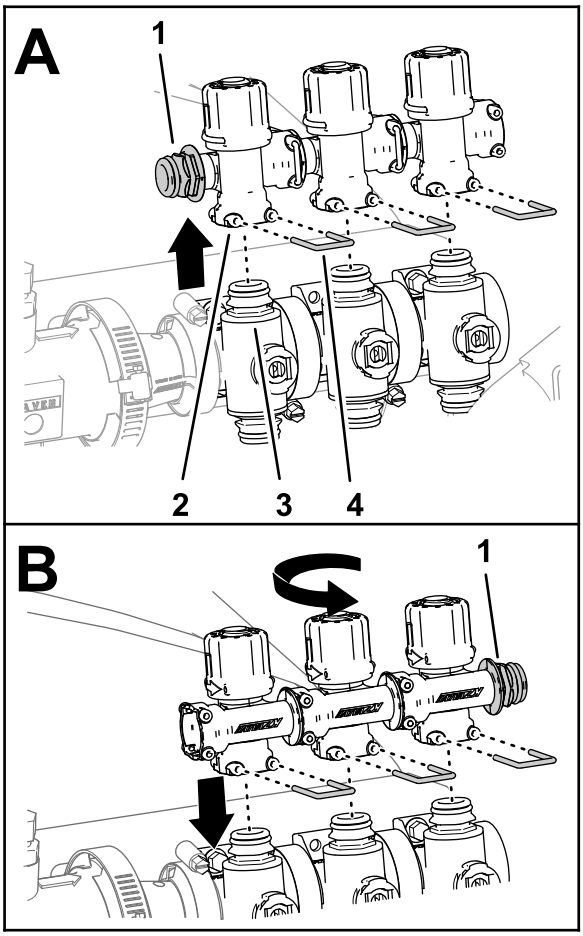

Figur 64
4. Afmonter de 3 holdere, der fastgør de 3 omløbsventiler til venstre, midterste og højre sektionsventiler (Figur 64).
5. Løft omløbsventilerne af sektionsventilerne (Figur 64).
6. Drej omløbsventilerne 180°, og monter dem på sektionsventilernes lynfrakoblingsfittings (Figur 64).
7. Fastgør de 3 omløbsventiler til sektionsventilerne med de 3 holdere, du fjernede i trin 4 (Figur 64).